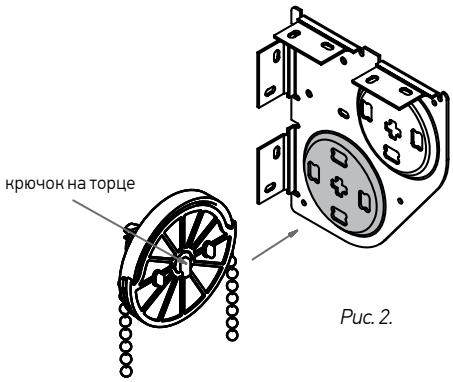

Рис. 2.
3. Прежде всего, установить то изделие, которое будет находиться сзади, ближе к окну. Вставить его в *нижнее* отверстие двойного кронштейна со стороны управления таким образом, чтобы крючок на торце был направлен вертикально вниз (Рис. 2). Вставить изделие в нижнее отверстие второго двойного кронштейна с другой стороны.